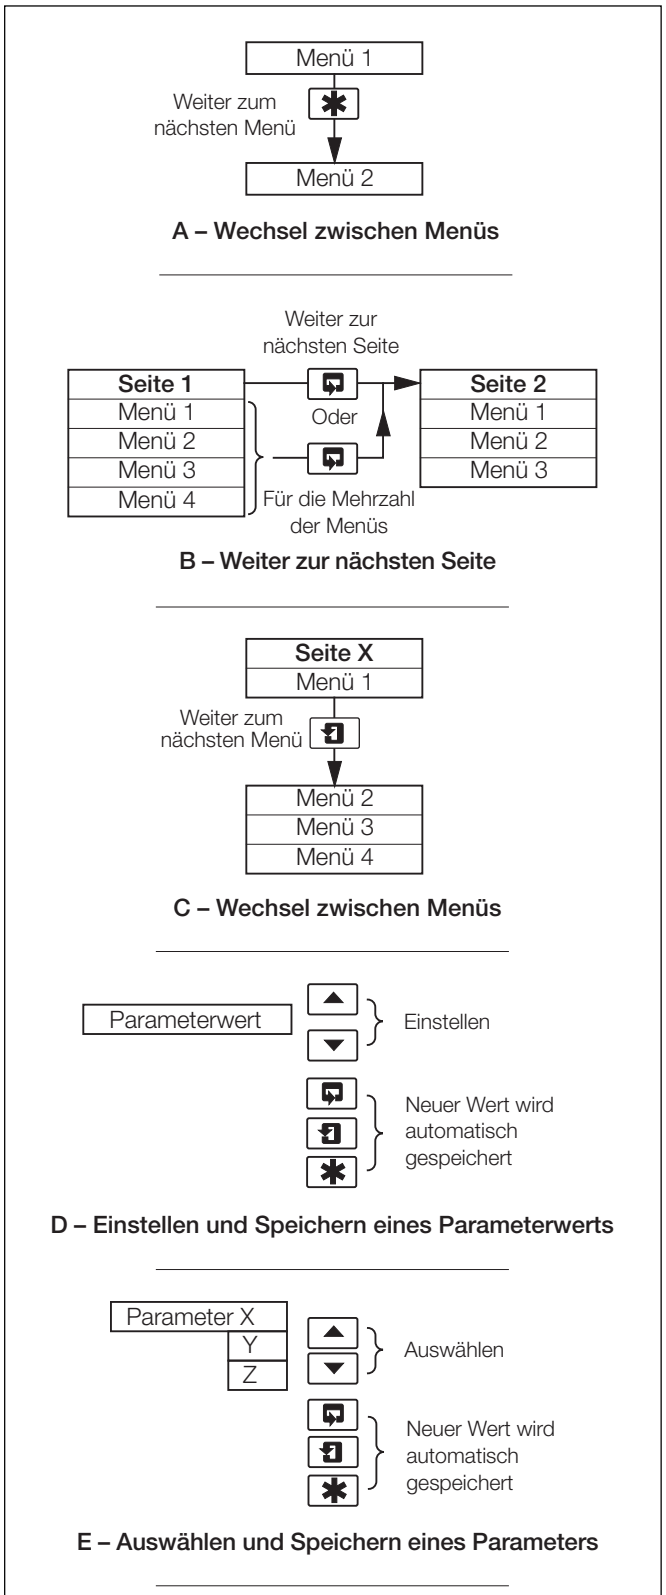

Abb. 2.2 Funktionen der Membrantasten
2.2.1 Funktionen der Membrantasten – Abb. 2.2